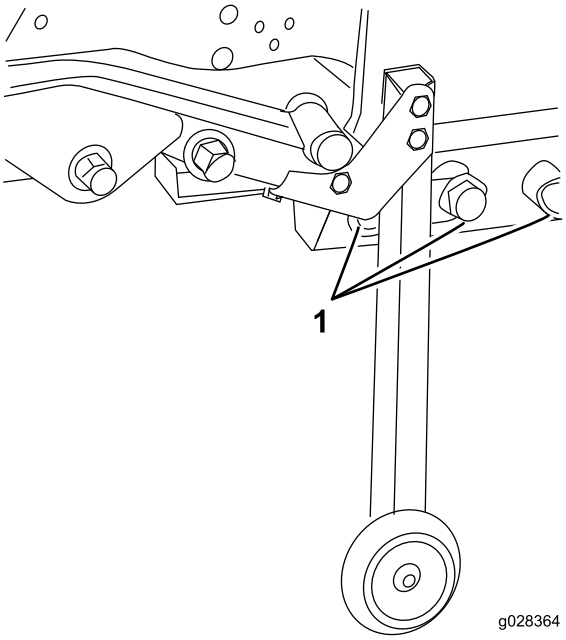

Figur 101
23. Fjern forsigtigt de bolte (3/4 tomme), spændeskiver og møtrikker, der fastgør skjoldrammen på bagstellet (3 på venstre side og 2 på højre side) (Figur 101).